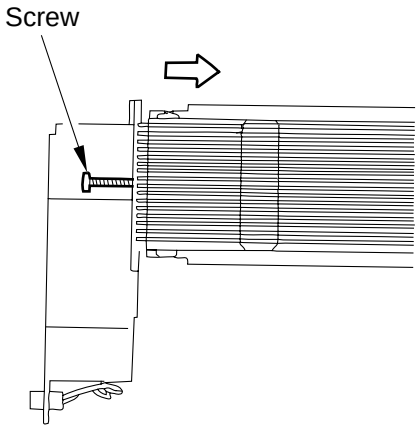

Figure 11-219
3) Loosen the mounting screw, and move the assembly in the direction indicated in Figure 11-219; then, fix it in place temporarily.